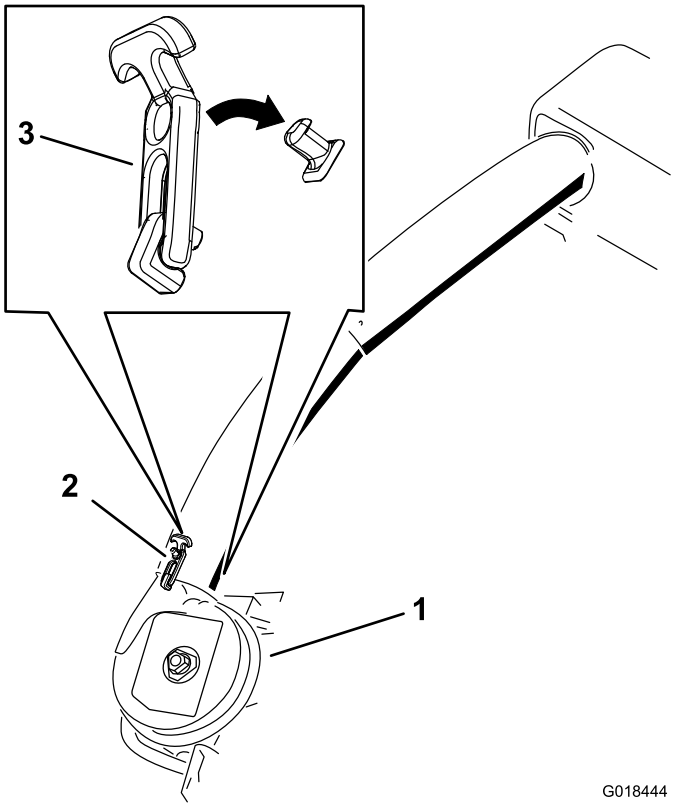

Figure 30
4. Use both latches to attach the lower tube to the blower assembly (Figure 30).
19. Use both latches to attach the lower tube to the blower assembly (Figure 30).